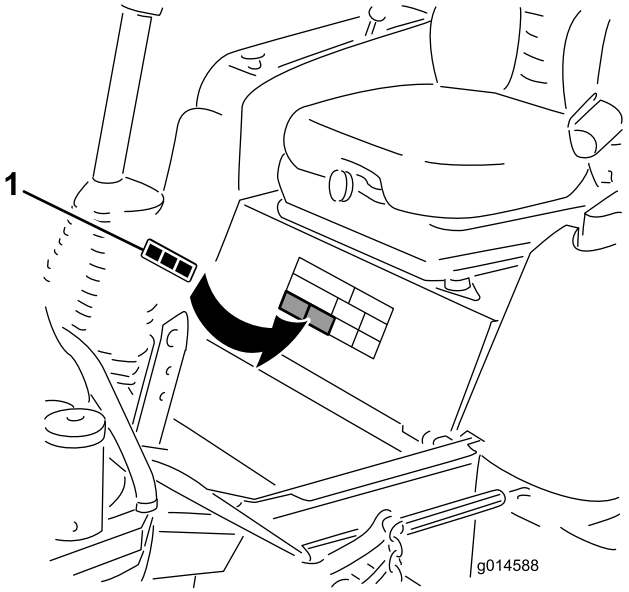

Figura 9
1. Limpe cuidadosamente a área onde vai instalar o autocolante (Figura 9).